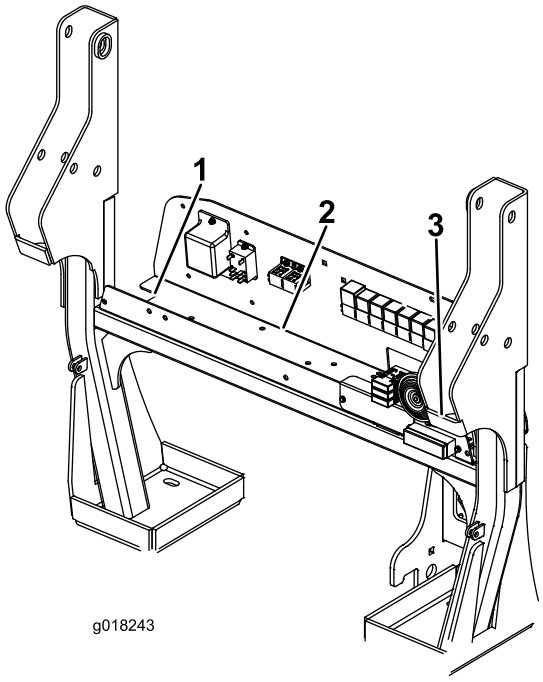
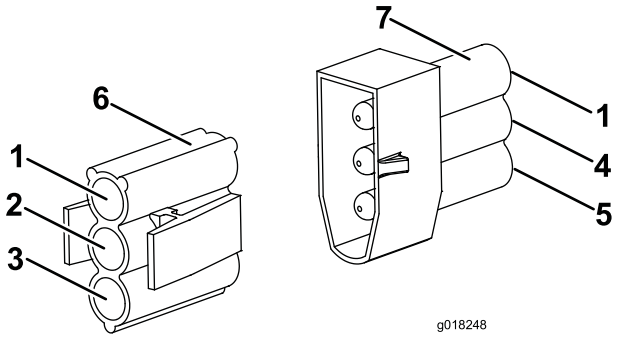

**図 4**
**図 7**
12. ここで、各ケーブルを、電装バルクヘッドにあるメイン配線パネルに接続する（図 4）。左後部ランプ用コネクタ（4ピン）を、メイン配線パネルの左側にある4ピンコネクタに接続する。右後部ランプ用コネクタ（4ピン）を、メイン配線パネルの右側にある4ピンコネクタに接続する。左後部ランプ用コネクタ（4ピン）を、メイン配線パネルの左側にある4ピンコネクタに接続する。2ピンのコネクタは1個だけ使用する。
5. 電装バルクヘッドにある圧力スイッチケーブルのコネクタ（3ピン）を、マシンのメイン配線パネルにある対応コネクタに接続する（図 4 と 図 7）。